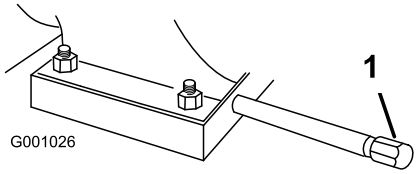

Figur 42
1. Gör rent omkring oljeurtappningslocket (Figur 42).